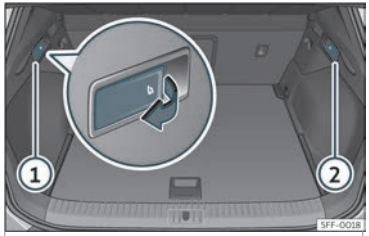

Abb. 103 Im Gepäckraum: Hebel zum Entriegeln der Rücksitzlehne.
- Ziehen Sie am Hebel zur Fernentriegelung auf der linken››› **Abb. 103** ① oder rechten ② Seite der Rückenlehne in Pfeilrichtung. Der entriegelte Teil der Rücksitzbank klappt nun automatisch nach vorn um.